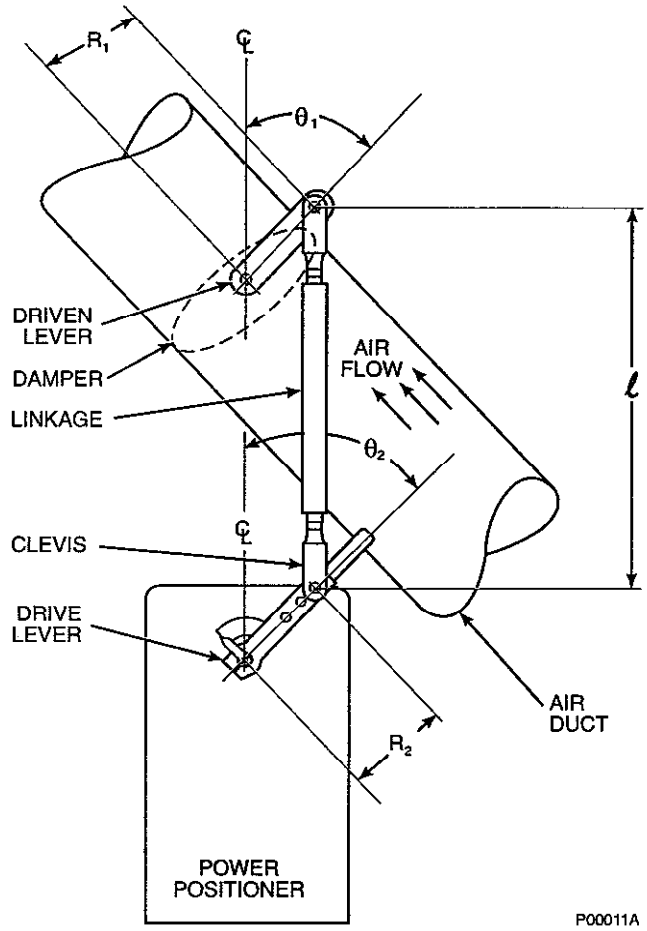

Figure 2-5. Linear Linkage Design
1. Measure length of driven lever (R_1) on device to be controlled (Figure 2-5).